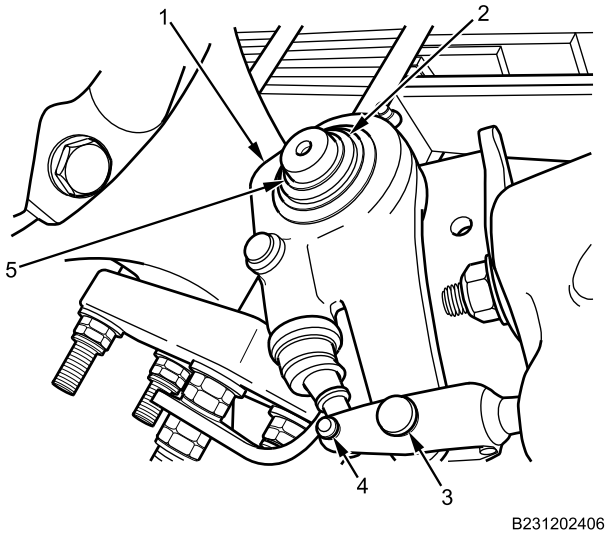

Figure 1. Two-Pin Slack Adjuster Removal.
1. Remove small clevis pin (Figure 1, Item 4) and clip from slack adjuster assembly (Figure 1, Item 1). Discard clip.
2. Remove large clevis pin (Figure 1, Item 3) and clip from slack adjuster assembly (Figure 1, Item 1). Discard clip.
3. Remove snapring (Figure 1, Item 2), washers, and slack adjuster assembly (Figure 1, Item 1) from brake S-camshaft (Figure 1, Item 5).